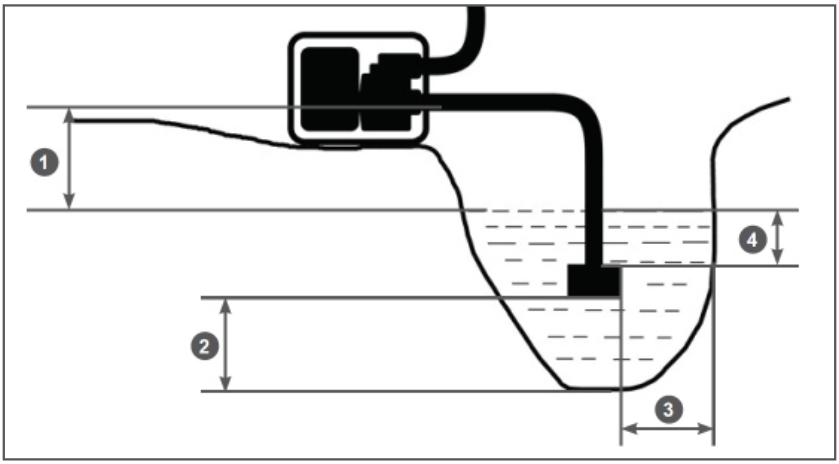

Рис. 7 Расположение мотопомпы и всасывающего фильтра
с установленным фильтром соблюдайте все требования, указанные на Рис. 7.
2. Необходимо установить мотопомпу как можно ближе к водоему (емкости). Чем меньше высота расположения мотопомпы по отношению к уровню забора воды (Рис. 7 п. 1), тем быстрее происходит всасывание воды и выше производительность насоса.
Не превышайте высоту расположения мотопомпы по отношению к уровню забора воды (Рис. 7).
В процессе выкачивания жидкости из водоема (емкости) уровень воды в водоеме будет естественным образом понижаться. Если требуемые расстояния (Рис. 7) между всасывающим фильтром и стенками, а также дном водоема не соблюдаются, выкачивание воды следует прекратить.